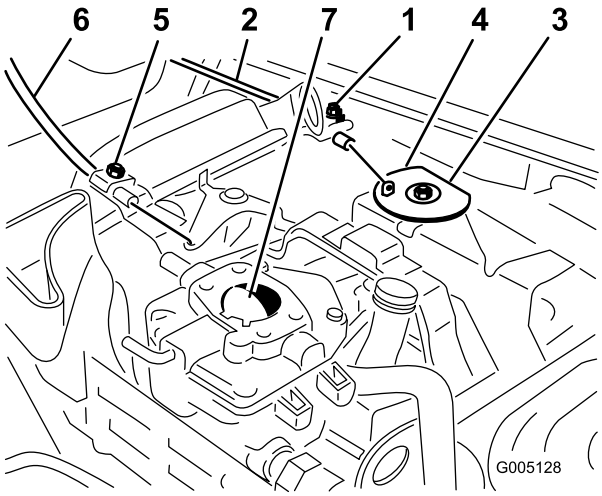

Figur 35
1. Løsn kabeltilspændingsskruen, der fastgør kablet til motoren (Figur 35).
3. Hiv bestemt i gashåndtagskablet, indtil bagsiden af drejeleddet er i kontakt med stop (Figur 35).
3. Træk kraftigt i chokerkablet, indtil chokerventilen er helt lukket. Stram dernæst kabeltilspændingsskruen (Figur 35).